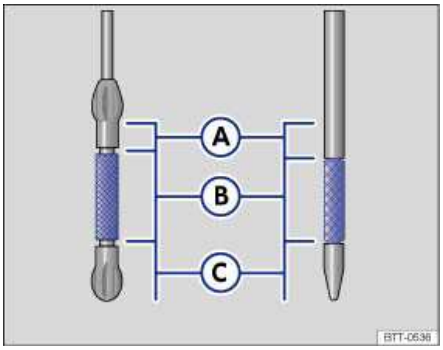

Fig. 142 Oil dipstick with engine oil level marks.
7. Remove the dipstick again and read the oil level on the dipstick ⇒fig. 142 as described below:
13. After adding oil, the level must at least be in the center of the ⇒ fig. 142 (B) area, but never above (A) ⇒ ⓘ.